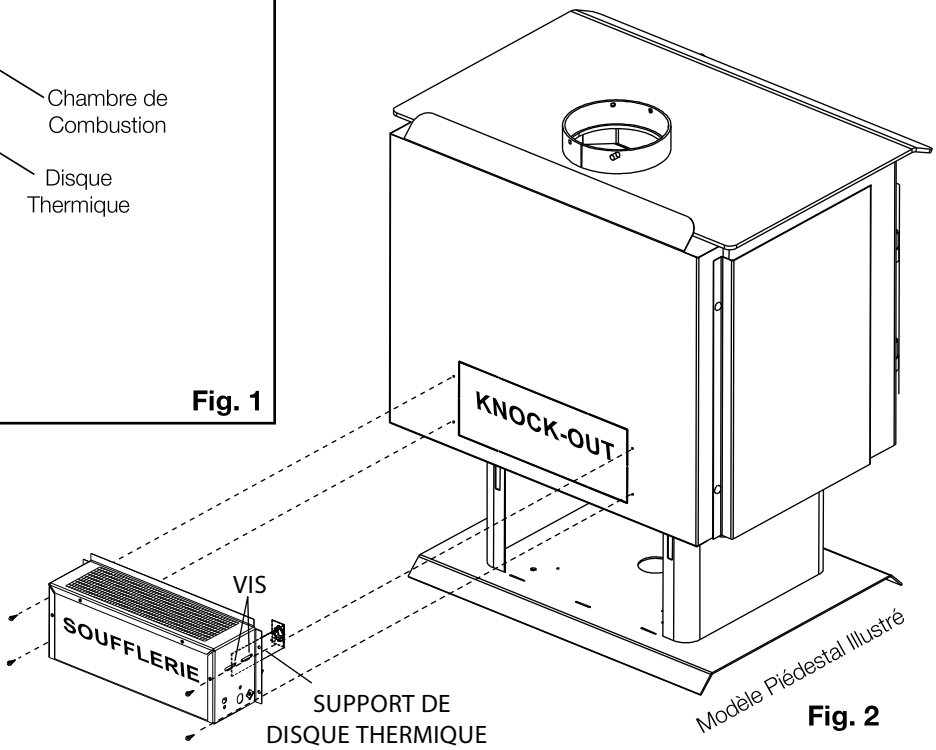

Fig. 2
3. Installez la soufflerie et le boîtier comme illustré **(Fig. 2)** à l'aide des 4 vis (fournies).